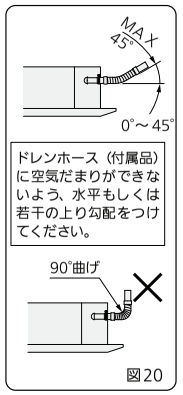

図20
- 付属のドレンホースは90°曲げで使用しないでください。(最大 45°)(図20)